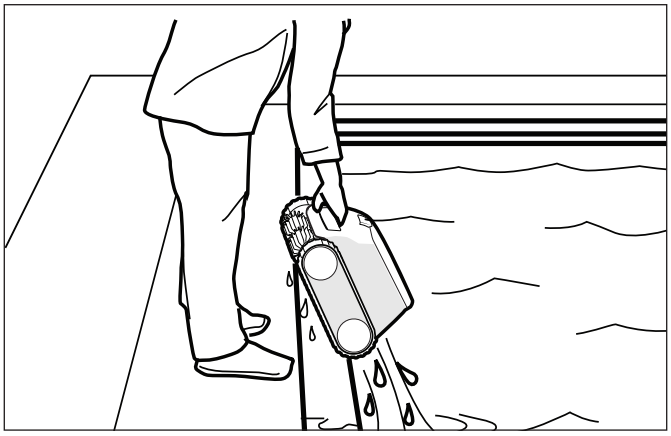

Figura 8. Sostenga el limpiador en posición vertical para drenar el agua
2. Mantenga el limpiador en posición vertical para que drene (Figura 8).